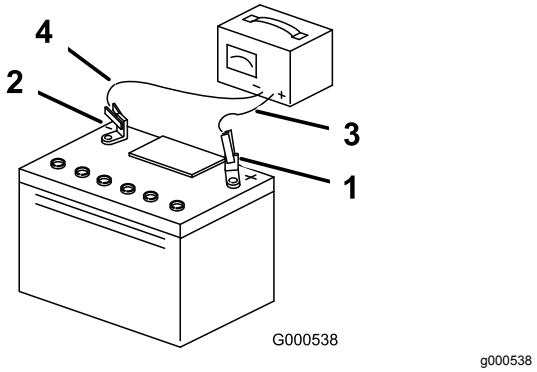

Figur 57
3. Når batteriet er fuldt opladet, skal du tage opladeren ud af stikkontakten og dernæst koble opladningskablerne fra batteriets poler (Figur 57).